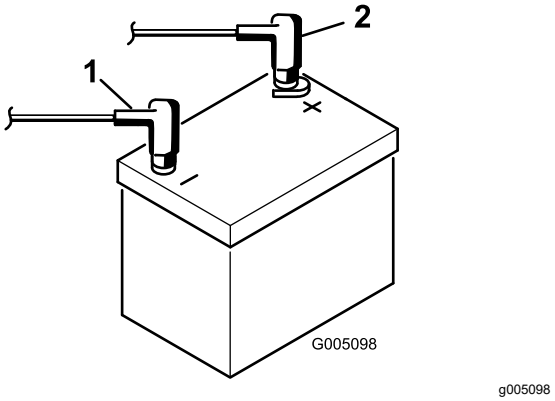

**Rysunek 9**
9. Podłącz przewód dodatni (w kolorze czerwonym) do dodatniego (+) zacisku, a następnie przewód ujemny (w kolorze czarnym) do ujemnego (-) zacisku akumulatora i zamocuj zaciski przy użyciu śrub i nakrętek (Rysunek 9). Wsuń gumową tuleję na zacisk dodatni, aby nie dopuścić do ewentualnego zwarcia.